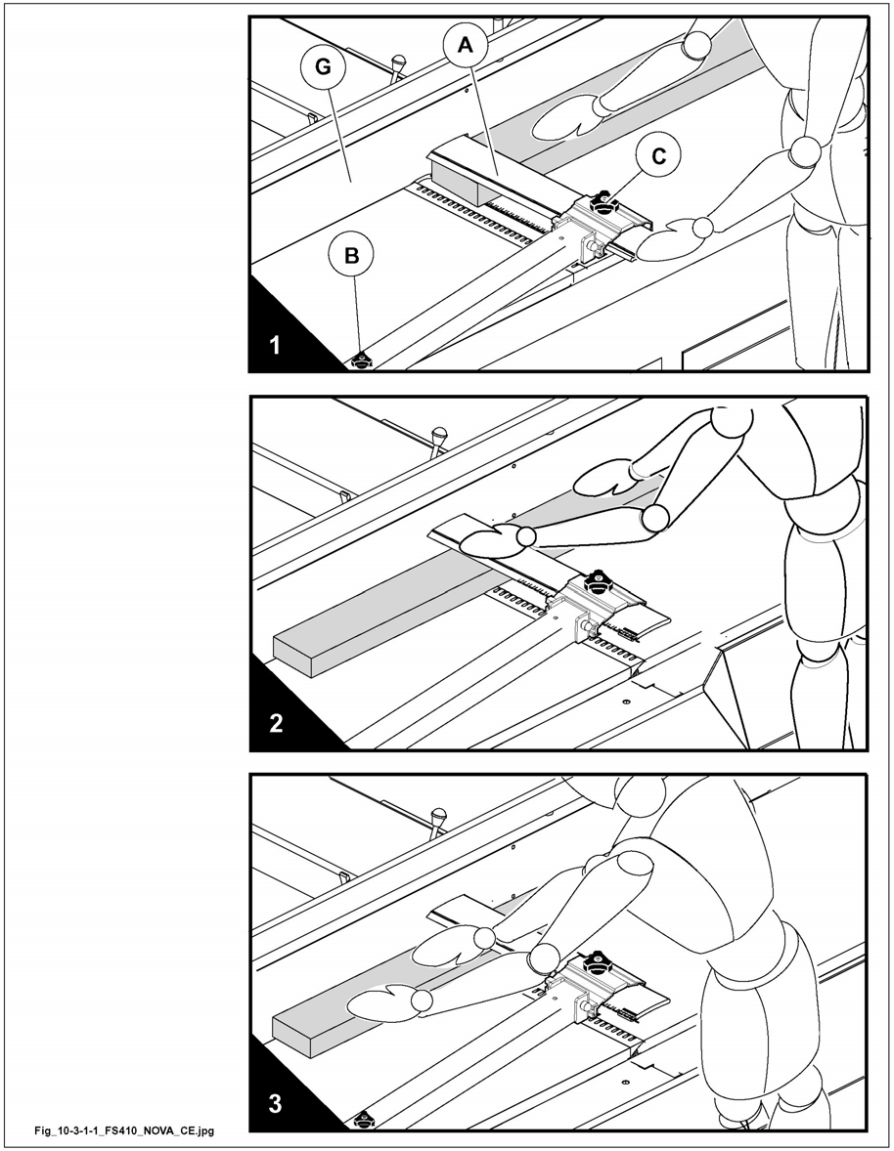

Fig. 10.3-1-1
- Loosen knob (C fig.10.3-1-1) and rest bridge (A fig.10.3-1-1) against fence (G fig. 10.3-1-1); lift bridge (A fig.10.3-1-1) by means of knob (B fig.10.3-1-1) at the height equal to the workpiece thickness.
- Rest the workpiece against the fence and move it forwards with the right hand in order to fit it under the bridge (1 fig.10.3-1-1).
- Push the workpiece forwards(from the inlet table side)(2 fig.10.3-1-1) by keeping the hands flat on the workpiece, let one hand and then the other hand climb over the guard bridge.
- As soon as possible press both hands on the workpiece on the outlet table side to continue the workpiece feed (3 fig.10.3-1-1).